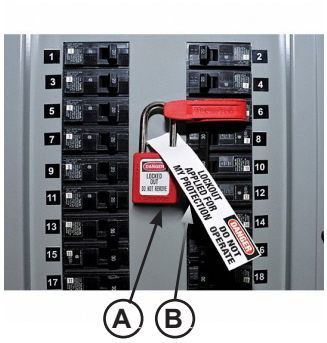

Figure 18
When working with electrical or electronic controls, make sure that the power source has been tagged (B) and locked out (A) according to OSHA regulations* and approved local electrical codes (see Figure 18).